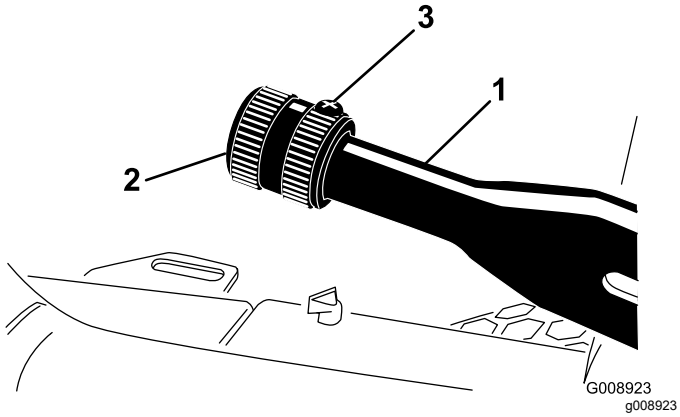

Figuur 73
2. Draai de stelschroef los waarmee de knop is bevestigd aan de parkeerremhendel (Figuur 73).